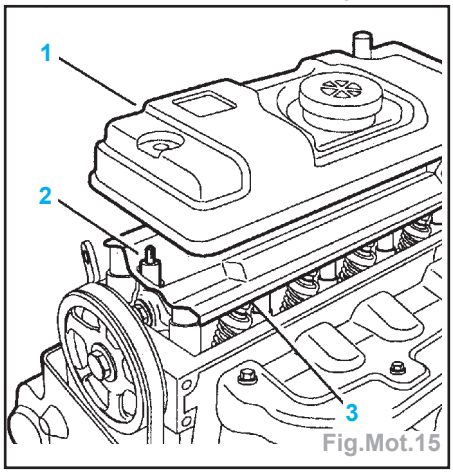

Fig.Mot.15
• le couvre-culasse (1) et son joint,
• les deux entretoises (2),
• la tôle déflectrice (3).
- Contrôler avec un jeu de cale le jeu entre culbuteur et soupape (Fig.Mot.15).